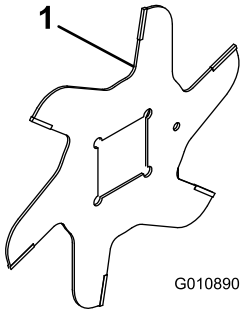

Figuur 12
1. Monteer een mes op de messenkooi (Figuur 12).
4. Monteer het volgende mes rechtsom zodat de indexopening (Figuur 12) niet is uitgelijnd met de opening van het eerste mes, en één mesvlak van de as verschilt.